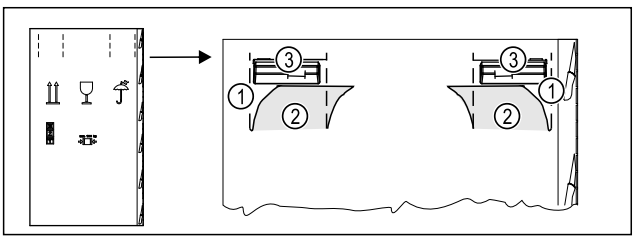

Fig. 4
▶ Iespiediet iepakojuma kartonu augšā pie perforējuma *Fig. 4 (1)*.
▶ Izvelciet iespiestās plāksnītes *Fig. 4 (2)*.
▷ Labajā un kreisajā pusē ir redzams pārvietošanas rokturis *Fig. 4 (3)*.
▶ Turiet ierīci aiz pārvietošanas rokturiem *Fig. 4 (3)*.